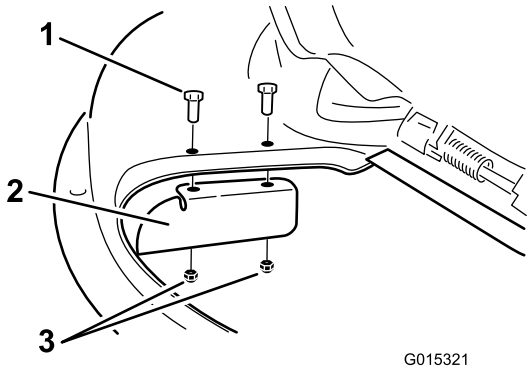

Figur 31
9. Monter græsafskærmningen på klippesamlingens tapper. Figur 31. Brug de to låsemøtrikker (5/16 tomme) til at fastgøre afskærmningen på plæneklipperen.